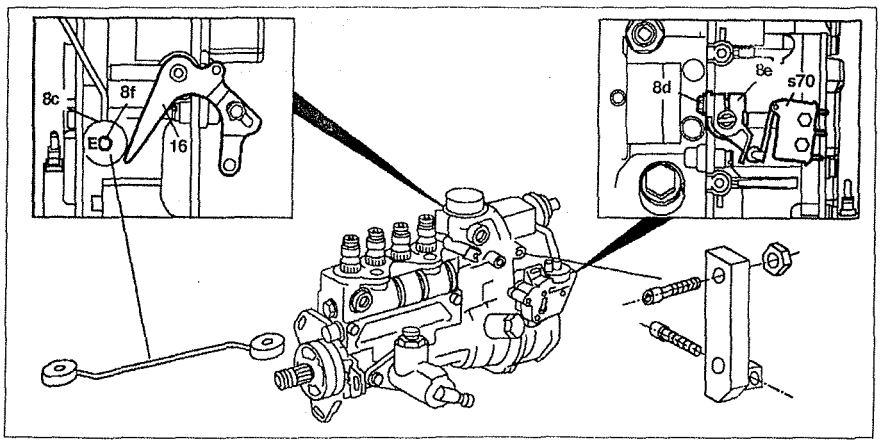
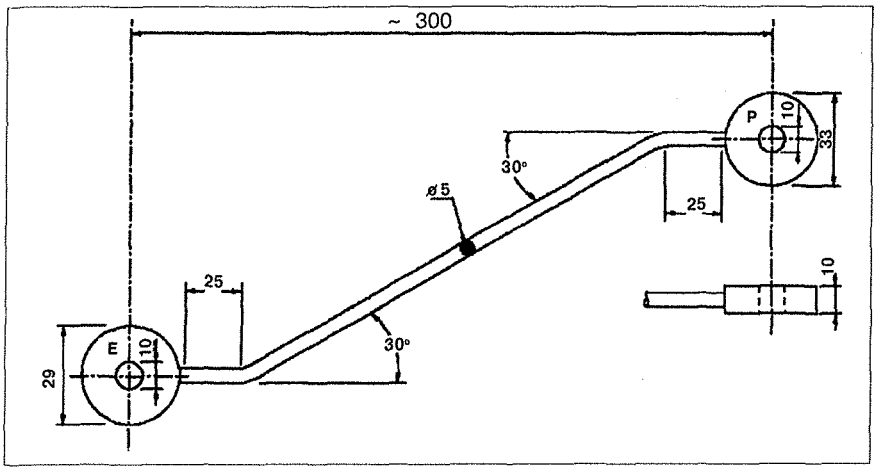

Рис. 4.67. Регулировка микровыключателя.
Рис. 4.68. Регулировочная прокладка микровыключателя ТНВД.
3. Установите регулировочную прокладку **8c** в положение **E (установка)** на болте **8f** ТНВД (см.рис. 4.67). Болт **8f** расположен в задней части ТНВД. Регулировочная прокладка (при которой микровыключатель выключается в положении 10? перед полной нагрузкой) показан на рис. 4.68.